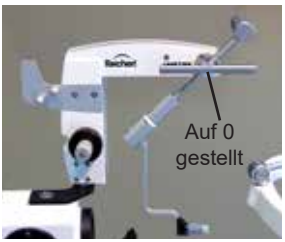

Abbildung CA-04
2. Stellen Sie die Kalibrierstange auf Position 0. Siehe Abbildung CA-04.